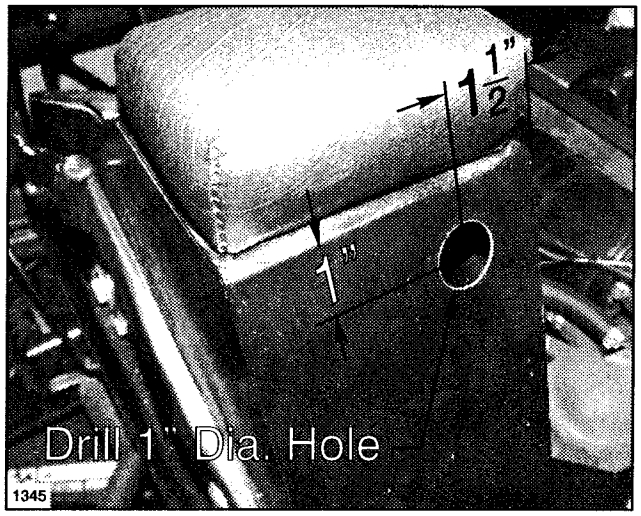

FIG. 1
1. Locate, mark & drill a 1" hole through back of the Center Console and insert (1) Grommet. See FIG. 1.